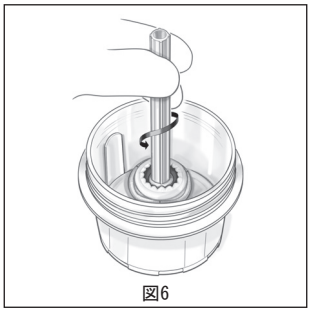

図6
6. 弁を容器に入れたままで、バルーンイントロデューサを挿入し、弁尖を通過させて、弁のホルダーまで到達させます。挿入用ツールを時計回りに回転させ、バルーンイントロデューサが止まる所まで弁のホルダー内を進めます。しっかりと接続していることを確認します（図6）。